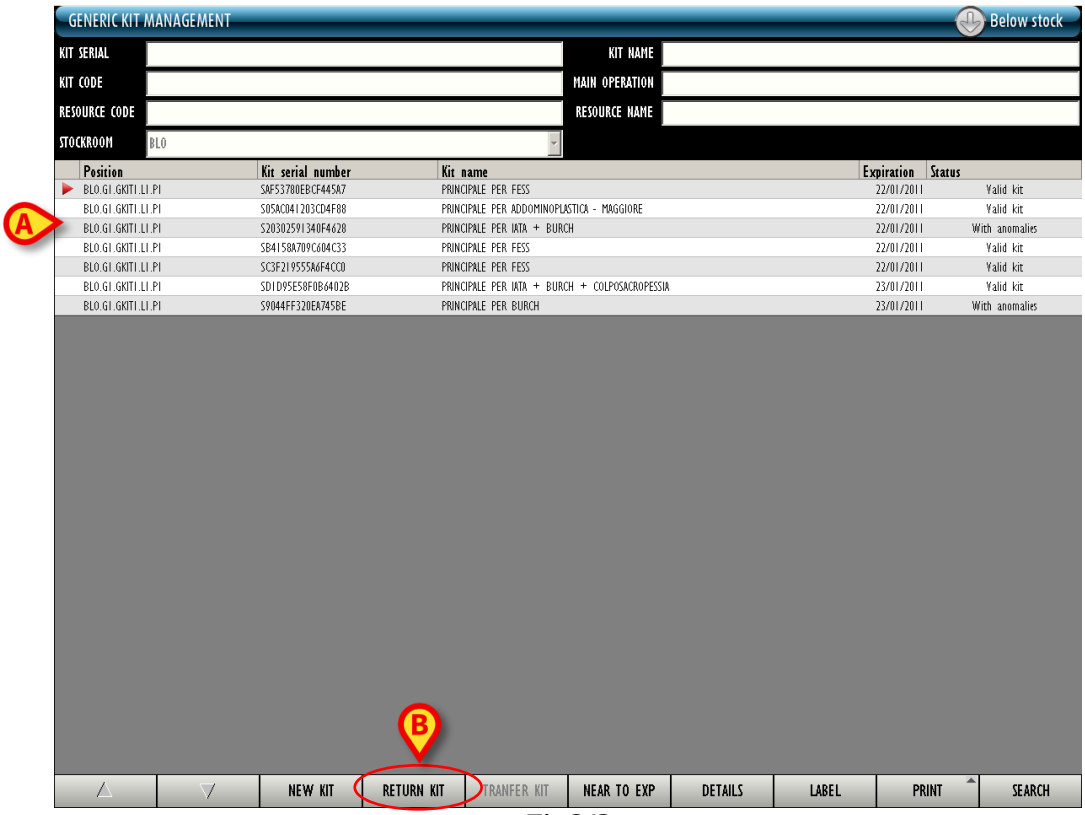

Fig 243
To return a generic kit, on the generic kits management screen (Fig 243),
The icon appears on the left (Fig 243 **A**).
- Click the **Return Kit** button on the command bar (Fig 243 **B**).
If, in the generic kit management screen (Fig 243), the kit is selected by barcode scan, it is not necessary to insert the kit serial number or to scan the kit's barcode again.